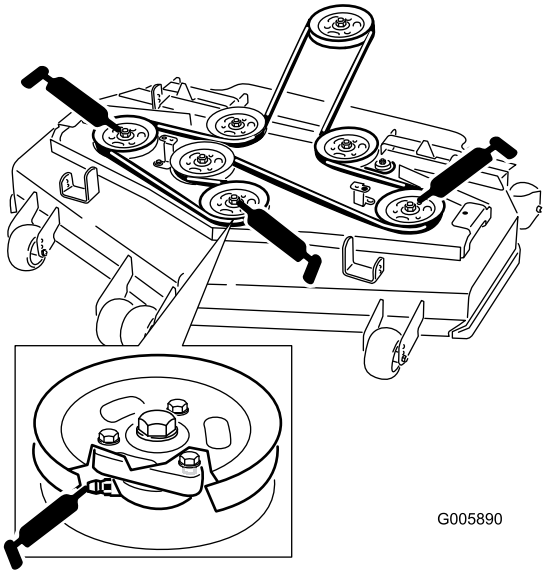

Figur 28
4. Smörj de tre spindellagren under remskivorna tills smörjfett tränger ut ur de nedre tätningarna (Figur 28).
5. Smörj nipplarna på skjutarmarna (Figur 28).